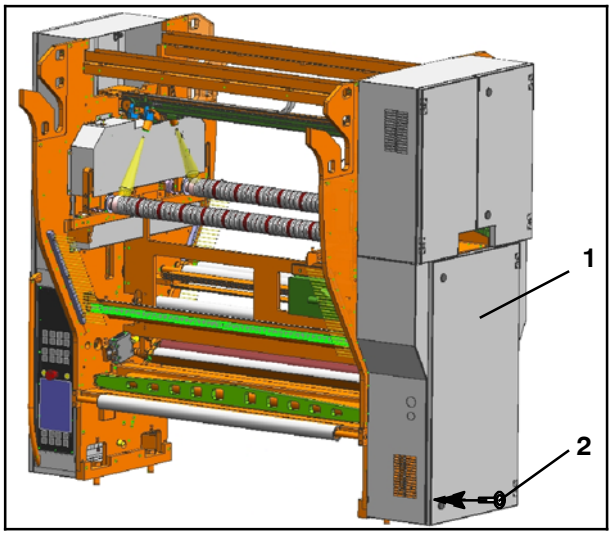

Fig. 9 Vue du côté entraînement
- Dispositif de protection vissé (Fig. 9/1) avec porte.
La porte ne peut être ouverte qu'au moyen d'une clé spéciale (Fig. 9/2).